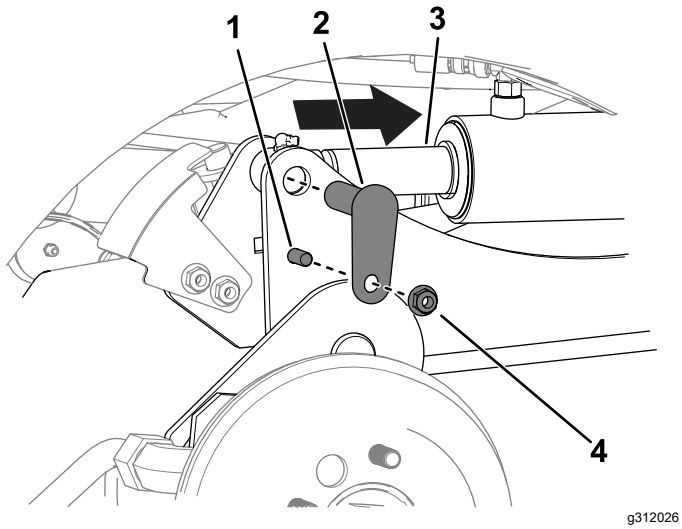

Bild 11
C. Verwenden Sie einen Austreiber, um die Löcher der Zylinderstange mit den Löchern des Hubarms auszurichten (Bild 11).
D. Verwenden Sie zwei Schrauben (⅜" x 1¼"), zwei Muttern (⅜") und zwei kleine Stifte, um die Hubarme an den Zylindern zu befestigen (Bild 11).